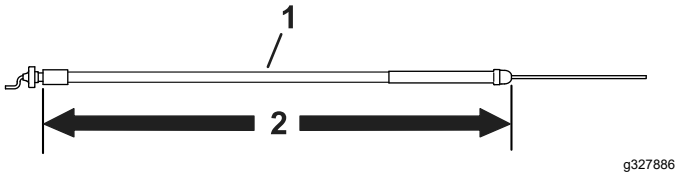

Figura 7
- Utilice el cable del acelerador de 158,3 cm de largo para todos los modelos, salvo las unidades tracción modelo 04056; consulte Figura 7.